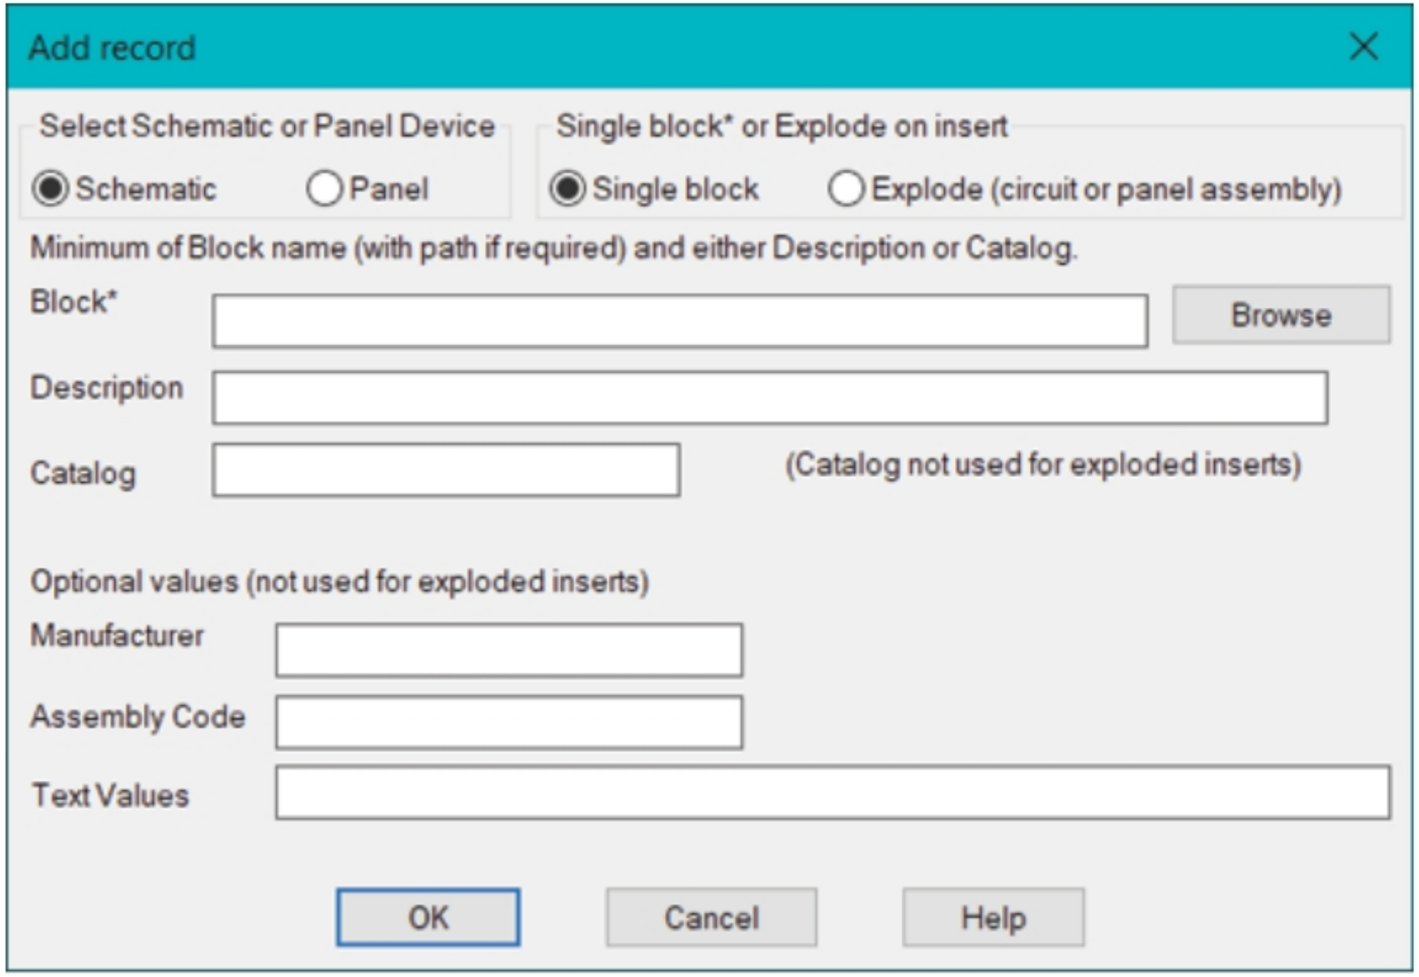

Figure-32. Add record dialog box
- You can add desired components/circuits in the list by using the **Add** button. Click on the **Add** button. On doing so, the **Add record** dialog box will be displayed; refer to Figure-32.